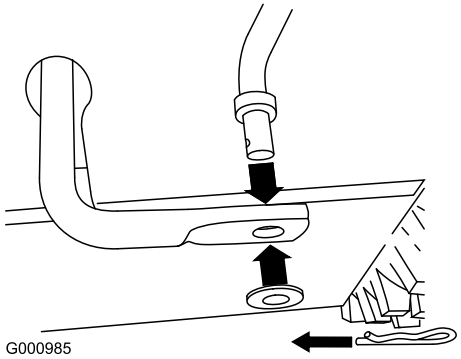

Rysunek 11
1. Wyjmij zawleczkę i podkładkę z dolnego końca drążka zmiany biegów i umieść go w ramieniu dolnego łącznika w taki sposób, aby wygięty koniec drążka zmiany biegów był skierowany do tyłu (Rysunek 11).